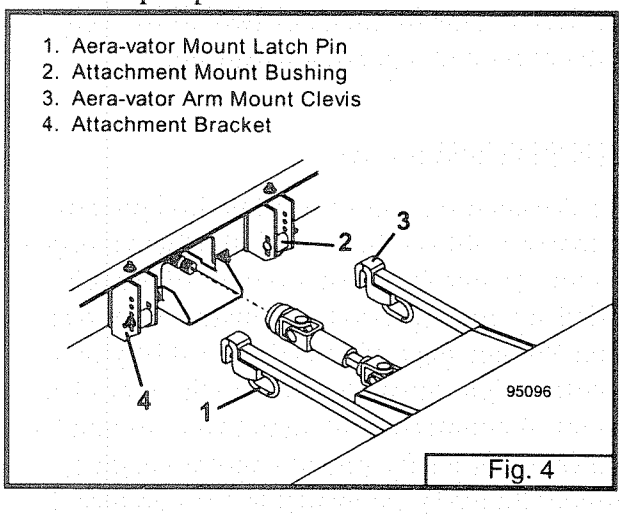

Fig. 4
(refer to illustration page 13, 14, or 15 and Fig. 4)
- Locate and slide the lift mount assembly into the openings of the tractor's front supports. Secure the mount arms (item 2 & 3, page 14 or 15) in position with the .25 x 2 inch bolts provided.
- On the Aera-vator housing assembly, pull out on the spring loaded mount latch pins (item 1, Fig 4) and rotate 90° so that they are in an open position.
- Install the nylon bushings (item 2, Fig. 4) into the second hole from the bottom of the attachment brackets (item 4, Fig 4).
- Attach Aera-vator housing assembly to tractor by placing the arm mount clevises (item 3, Fig 4) over the nylon bushings bolted into the attachment brackets.
- ➨ Attach the lift straps (item 8, page 14) to the eye bolts (item 13, page 14) and mount eye bolts in the back of the Aera-vator housing (item 2, page 13). Secure each eye bolt with two .375 whiz nuts (item 14, page 14).
- ➨ Install switch box (item 26, page 14) under the right arm rest. Remove front bolt from right arm rest and install stop clip (item 30, page 14). Do not tighten bolt.
- ➨ Remove rear bolt from right arm rest and install switch box mounting bracket (item 31, page 14). Place narrow end of mounting bracket toward the front. Secure bracket by sliding .312-18 x 1.5 bolt (item 35, page 14) through flat washer, spacer, and spring and into bottom of arm rest.
(refer to illustration page 17, and Fig. 4)
- Locate and slide the lift mount assembly (items 23 - 30) into the openings of the tractor's front supports. Secure the mount arms in position with the .25 x 2 inch bolts provided.
- On the Aera-vator housing assembly, pull out on the spring loaded mount latch pins (item 1, Fig. 4) and rotate 90° so that they are in an open position.
- Install nylon bushings (item 4, Fig. 4) into the second hole from the bottom of the attachment brackets (item 1, Fig. 4).
- Attach Aera-vator housing assembly to tractor by placing the arm mount clevises (item 3, Fig. 4) over the nylon bushings bolted into the attachment brackets.
- Attach the lift chains to clevis pins (item 42) in the Aera-vator housing assembly; connecting the clevis pin to the fourth chain link from the top to achieve the recommended amount of lift. Secure clevis pins with hair pins (item 43).